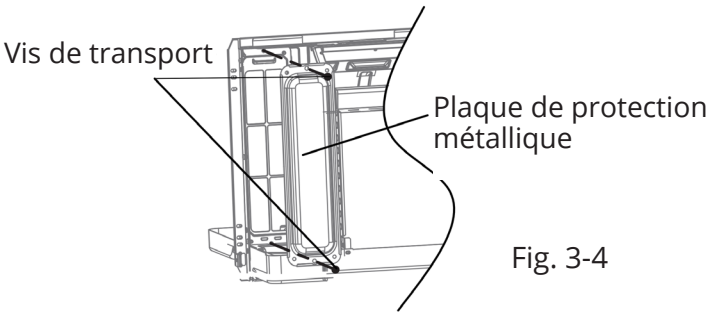

Fig. 3-4
- Retirez les deux vis de transport et la plaque de protection métallique pour ouvrir la trappe d'aération. (Voir fig. 3-4.)